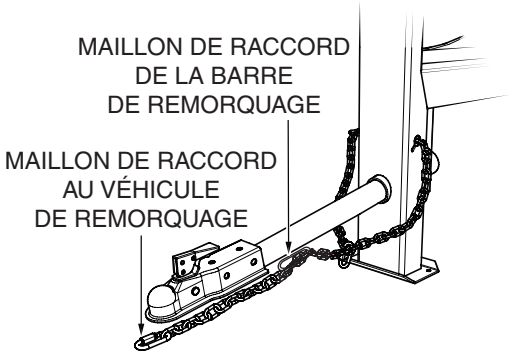

Figure 10. Rallonger la chaîne de sécurité
5. Déployer la chaîne de sécurité sur toute la longueur de la barre de remorquage (Figure 10), en la faisant passer par le maillon connecteur de la barre de remorquage. Retirer tout excès de mou de la chaîne.
6. Connecter l'extrémité libre (maillon connecteur) de la chaîne de sécurité au véhicule de remorquage (Figure 10). N'oubliez pas qu'il est essentiel que la longueur de la chaîne soit correctement réglée, afin d'éviter que la barre d'attelage et l'avant du pied de la bétonnière ne tombent sur le sol (contact) au cas où la barre d'attelage se détacherait du véhicule de remorquage.